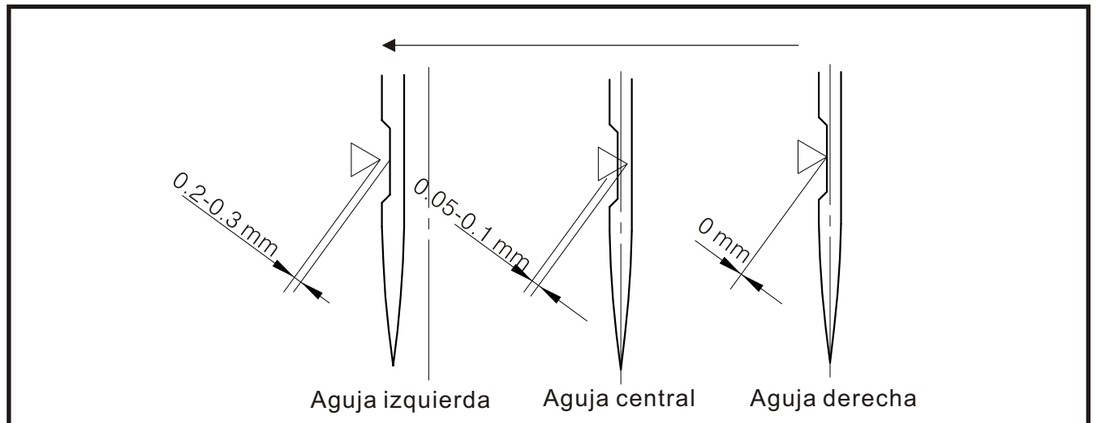

Fig. 6
(3) La relación de distancia entre la aguja y el bucleador. (Fig. 6)